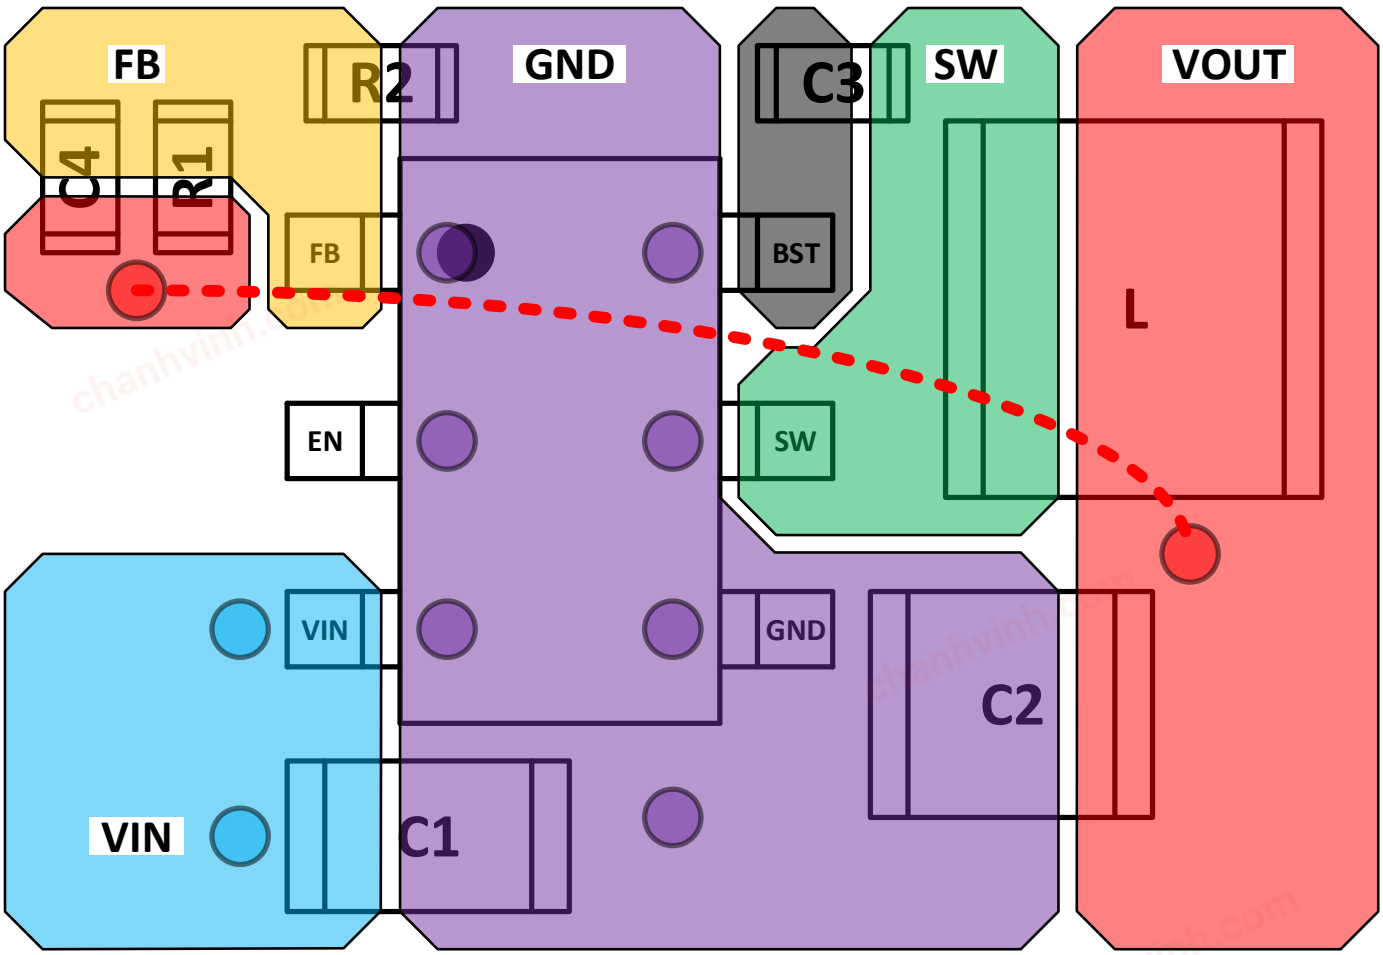

Figure 42. Recommended PCB Layout
9. See Figure 42 for more details.